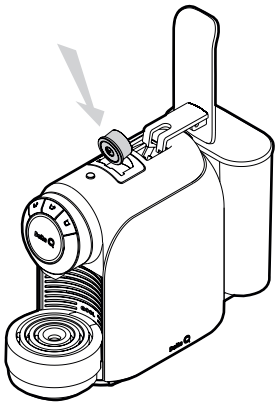

Fig. 9: Placez la capsule.
Baissez totalement le levier (voir **Fig. 9**).
- L'équipement s'arrête automatiquement après avoir extrait la quantité de café sélectionnée. Il est recommandé de lever à nouveau totalement le levier afin de libérer la capsule retenue qui tombera dans le bac à capsules usagées. Baissez à nouveau totalement le levier (voir **Fig. 9**).
- Levez totalement le levier et insérez une capsule de café Delta Q dans l'orifice du porte-capsules, placée selon la forme de l'orifice. Baissez totalement le levier (voir **Fig. 9**).
- Levez totalement le levier et insérez une capsule de thé Delta Q dans l'orifice du porte-capsules, placée selon la forme de l'orifice. Baissez totalement le levier (voir **Fig. 9**).
- L'équipement s'arrête automatiquement après avoir extrait la quantité de thé sélectionnée. Il est recommandé de lever à nouveau totalement le levier afin de libérer la capsule retenue qui tombera dans le bac à capsules usagées. Baissez à nouveau totalement le levier (voir **Fig. 9**).